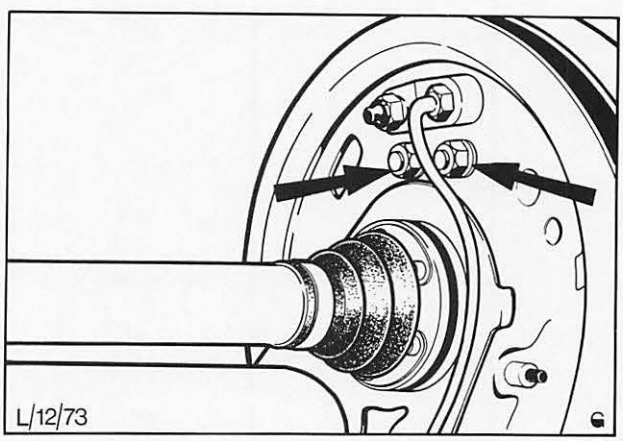

Abb. 44 Befestigungsschrauben – Radbremszylinder
3. Beide Befestigungsschrauben des Radbremszylinders auf der Rückseite des Bremsträgers herausdrehen, Abb. 44. Radbremszylinder mit Dichtring abbauen.